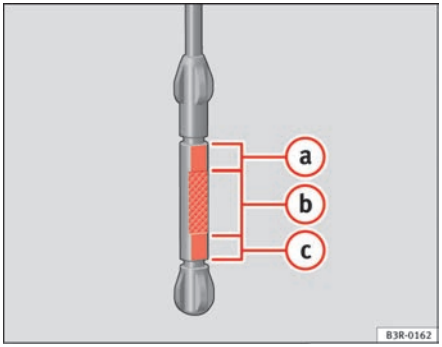

Fig. 165 Markings on oil dipstick
– Then pull it out once more and check the oil level ⇒ page 215, fig. 165. If the oil level is too low, add more engine oil ⇒ page 216.